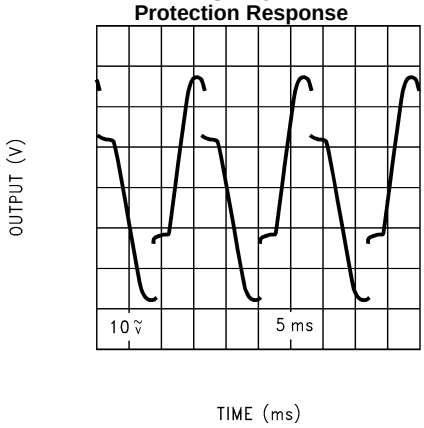

Figure 5.
(1) All voltages are measured with respect to the GND pin (pin 7), unless otherwise specified.
(2) Absolute Maximum Ratings indicate limits beyond which damage to the device may occur. Operating Ratings indicate conditions for which the device is functional. Electrical Characteristics state DC and AC electrical specifications under particular test conditions and specific performance limits. This assumes that the device is within the Operating Ratings. The typical value is a good indication of device performance.
(3) Operation is specified up to 84V, however, distortion may be introduced from SPIKe Protection Circuitry if proper thermal considerations are not taken into account. Refer to THERMAL CONSIDERATIONS for more information. (See Figure 5)